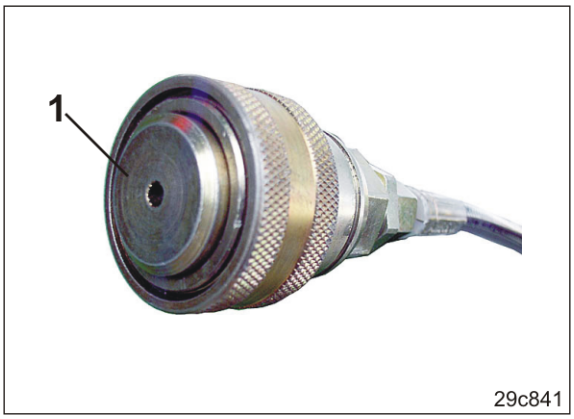

**Fig. 70**
3. Enlevez le cache (Fig. 70/1).
1. Vidangez l'accumulateur hydraulique (Fig. 68/1) avant de désaccoupler le manchon hydraulique (Fig. 70).
> Le manchon hydraulique (Fig. 70) pourra être de nouveau accouplé au tracteur uniquement si l'accumulateur hydraulique est vide.
4. Protégez le manchon hydraulique et le connecteur hydraulique à l'aide de caches anti-poussière (Fig. 70/1).